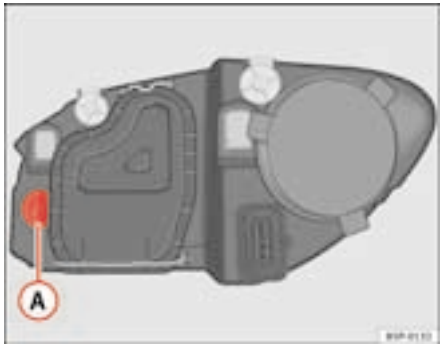

Fig. 160 Turn signal lamps
– Rotate the lamp holder ⇒ fig. 160 (A) to the left and pull.